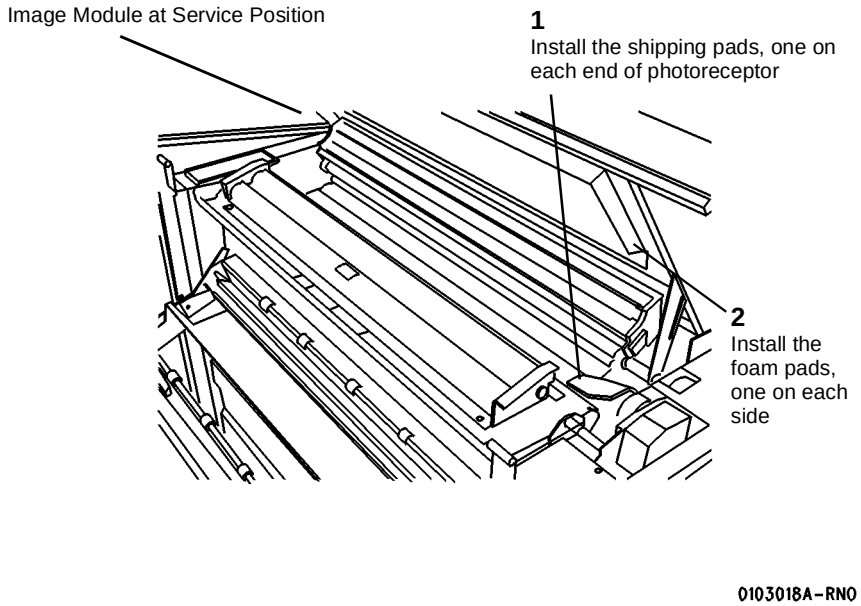

**Figure 3 Installing the Shipping Pads**
17. ( Figure 3): Install the shipping pads.